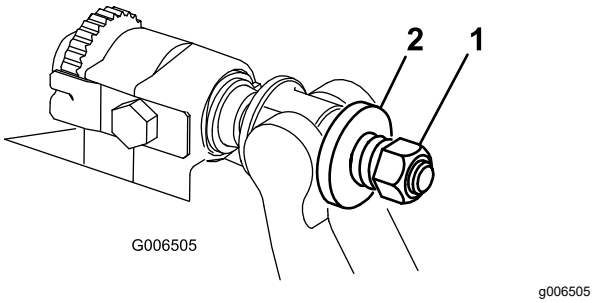

图 38
6. 旋紧弹簧加压螺母直到弹簧完全压紧然后往回松开 1/2 圈图 38。